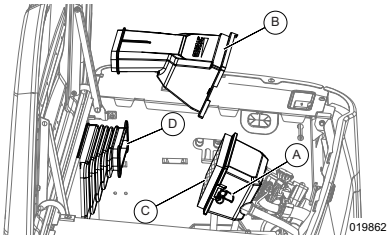
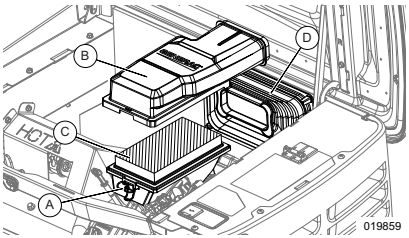

Figure 4-4. Servicing Air Cleaner (10 kW)
Figure 4-5. Servicing Air Cleaner (14–28 kW)
5. See ***Figure 4-4*** or ***Figure 4-5***. Remove cover clips (A) and air cleaner cover (B).